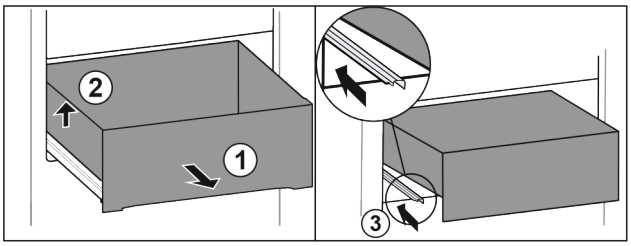

Fig. 89
▶ Schubfach bis zum Anschlag herausziehen. *Fig. 89 (1)*
▶ Schubfach links anheben. *Fig. 89 (2)*
▶ Linke Schiene einschieben. *Fig. 89 (3)*